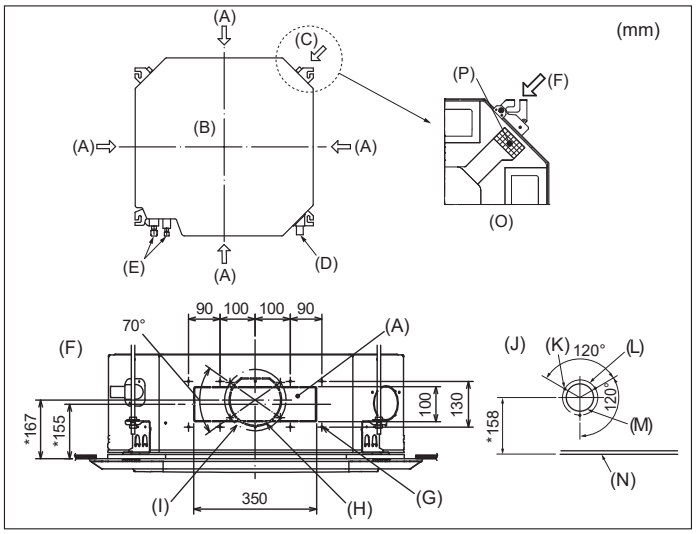

Fig. 3-4
3.4. Orifice pour le tuyau d'embranchement et orifice pour l'arrivée d'air frais (Fig. 3-4)
Lors de l'installation, utiliser les orifices des tuyaux (coupés) dont les positions sont indiquées dans les Fig. 3-4, en cas de nécessité.